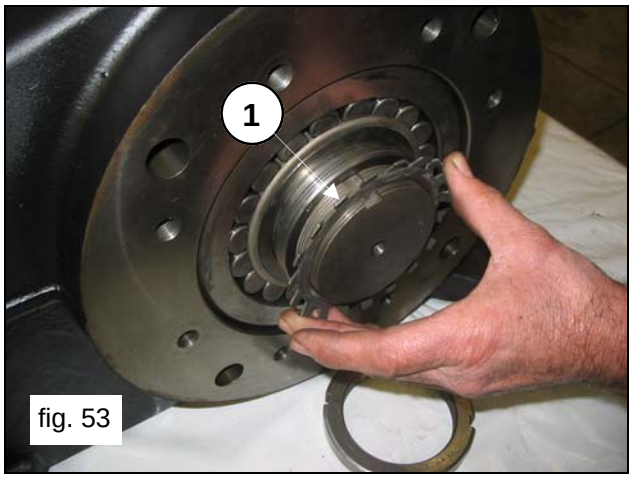
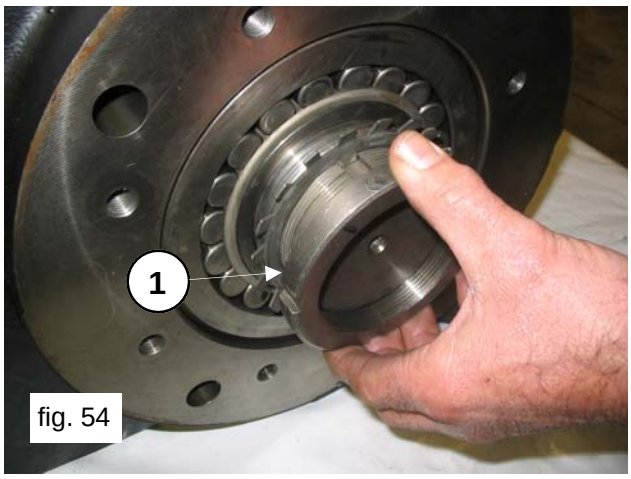
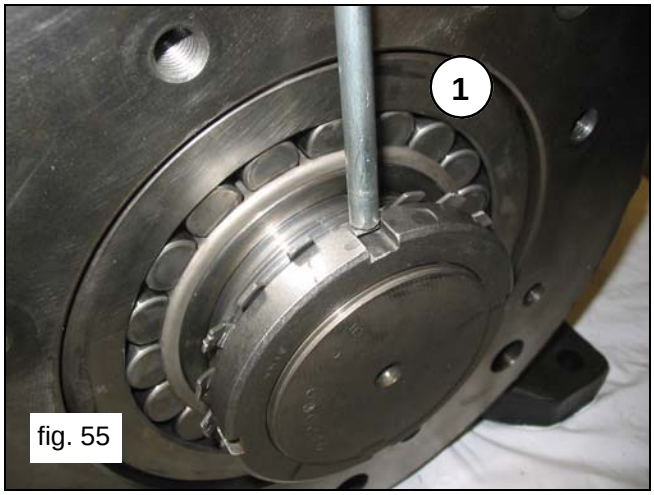

fig. 53
fig. 54
fig. 55
Unscrew the ring nut, insert the safety washer (pos.①, fig.53) and completely screw the ring nut (pos.①, fig.54); then fold the washer’s locking key (pos.①, fig.55).